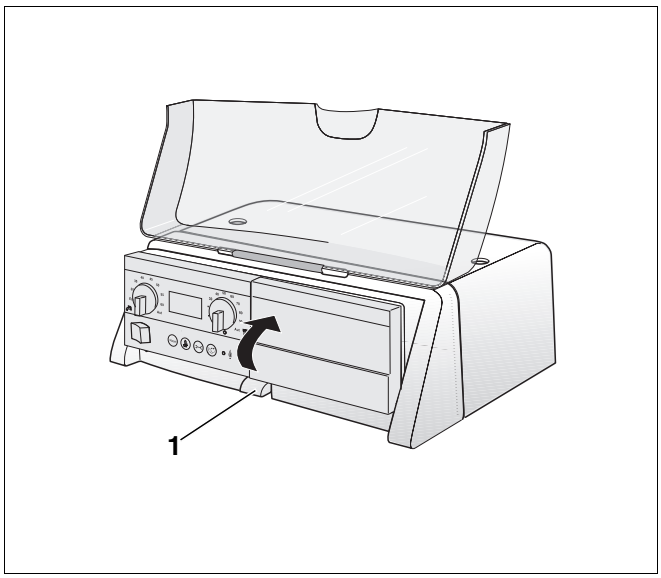

Abb. 38 Aufnahme für den Basiscontroller schwenken
- Mittleren Rasthaken (Abb. 38, **Pos. 1**) an der Aufnahme für den Basiscontroller nach unten drücken.